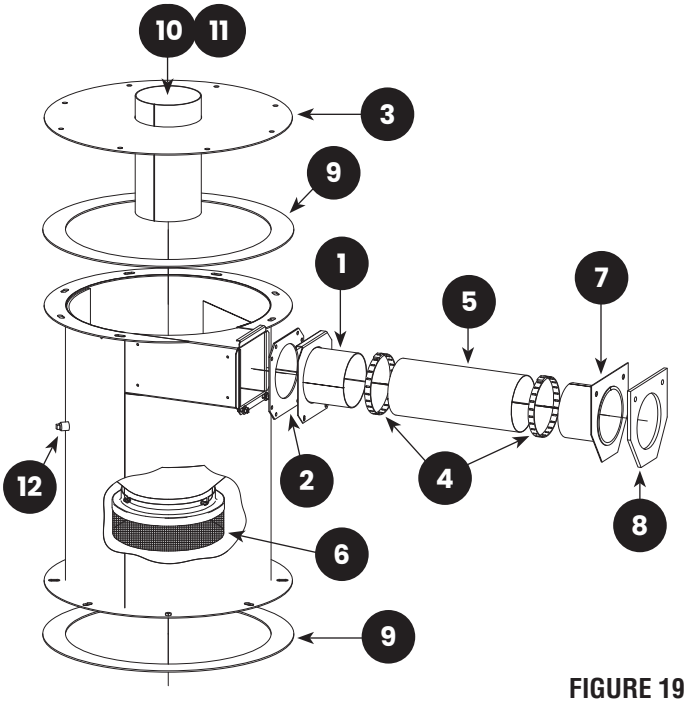

FIGURE 19
9.4 | Reclaimer, 600 CFM – Figure 19